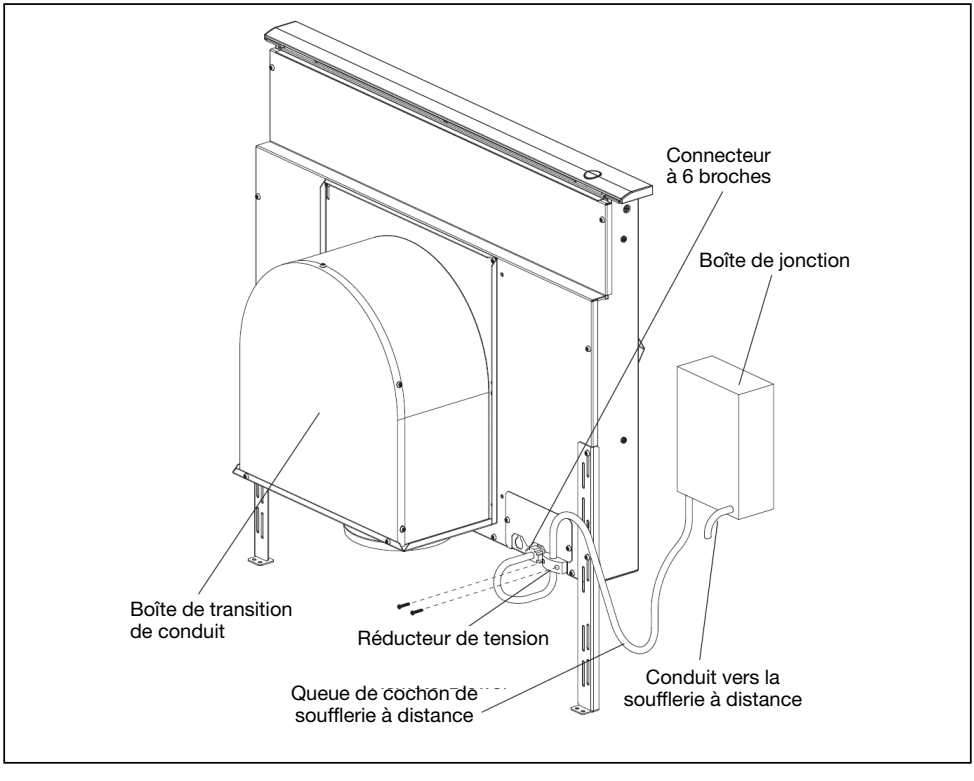

Fig. 10 – Soufflerie à distance
Soufflerie à distance ou en conduite (voir figures 10 et 11 pour plus de détails) :
- ☐ A. Retirer le couvercle de la boîte de jonction et brancher le conduit avec 5 fils depuis la soufflerie à distance. Brancher les fils selon le diagramme de câblage, figure 10 Remettre le couvercle de la boîte de jonction.